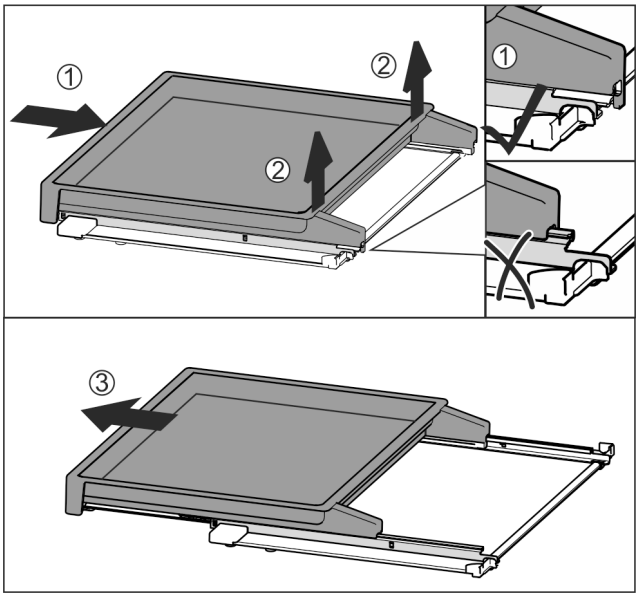

Fig. 154
▶ Izvlečno polico v celoti potisnite noter *Fig. 154 (1)*.
▶ Sprostite zaskočni element na zadnji strani *Fig. 154 (2)*.
▶ Izvlečno polico povlecite naprej in jo odstranite *Fig. 154 (3)*.